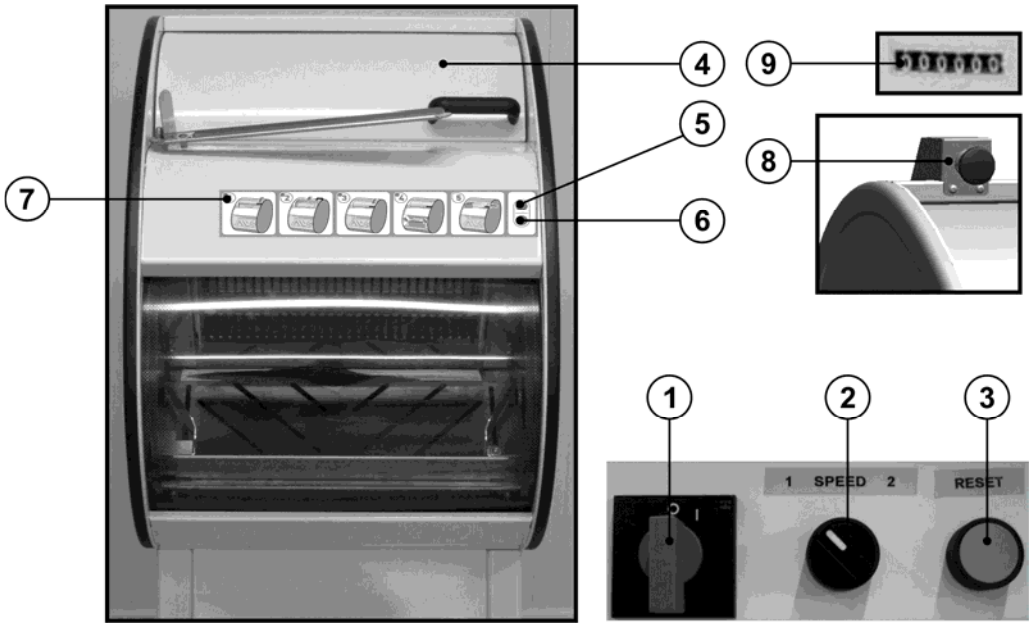

Figura 2
Con riferimento alla Figura 2, la macchina è dotata dei seguenti dispositivi di comando e controllo:
- Se necessario, selezionare la velocità di avanzamento dello spintore con il selettore rif. 2 Figura 2.
- La lampada verde di segnalazione rif. 5 Figura 2 accesa con luce continua indica che la macchina è pronta al taglio;
Qualora la macchina sia stata arrestata in condizione anormale (es. mancanza di alimentazione o sovraccarico motore), al momento della riaccensione, la lampada verde di segnalazione rif. 5 Figura 2 risulta comunque accesa con luce continua ma la stessa non esegue nessun ciclo operativo.
In questo caso premere il pulsante RESET rif. 3 Figura 2. Gli organi della macchina si muoveranno per portarsi in posizione di inizio ciclo e contemporaneamente si accenderà la lampada rossa di segnalazione rif. 6 Figura 2 con luce continua fino al ripristino completo.
NOTA: Per le macchine dotate di pulsante di emergenza, nel caso lo stesso venga premuto, per ripristinare la macchina, dopo avere riarmato il pulsante di emergenza, premere il pulsante RESET rif. 3 Figura 2. Gli organi della macchina si muoveranno per portarsi in posizione di inizio ciclo e contemporaneamente si accenderà la lampada rossa di segnalazione rif. 6 Figura 2 con luce continua fino al ripristino completo
6. Chiudere il coperchio del vano di carico rif. 8 Figura 1, dare tensione alla macchina e premere il pulsante RESET rif. 3 Figura 2. Attendere che la luce verde rif. 5 Figura 2 rimanga accesa continua (carro spingi pane in posizione iniziale), portare l'interruttore generale su **O** (**OFF**) e staccare la spina dalla presa di alimentazione;